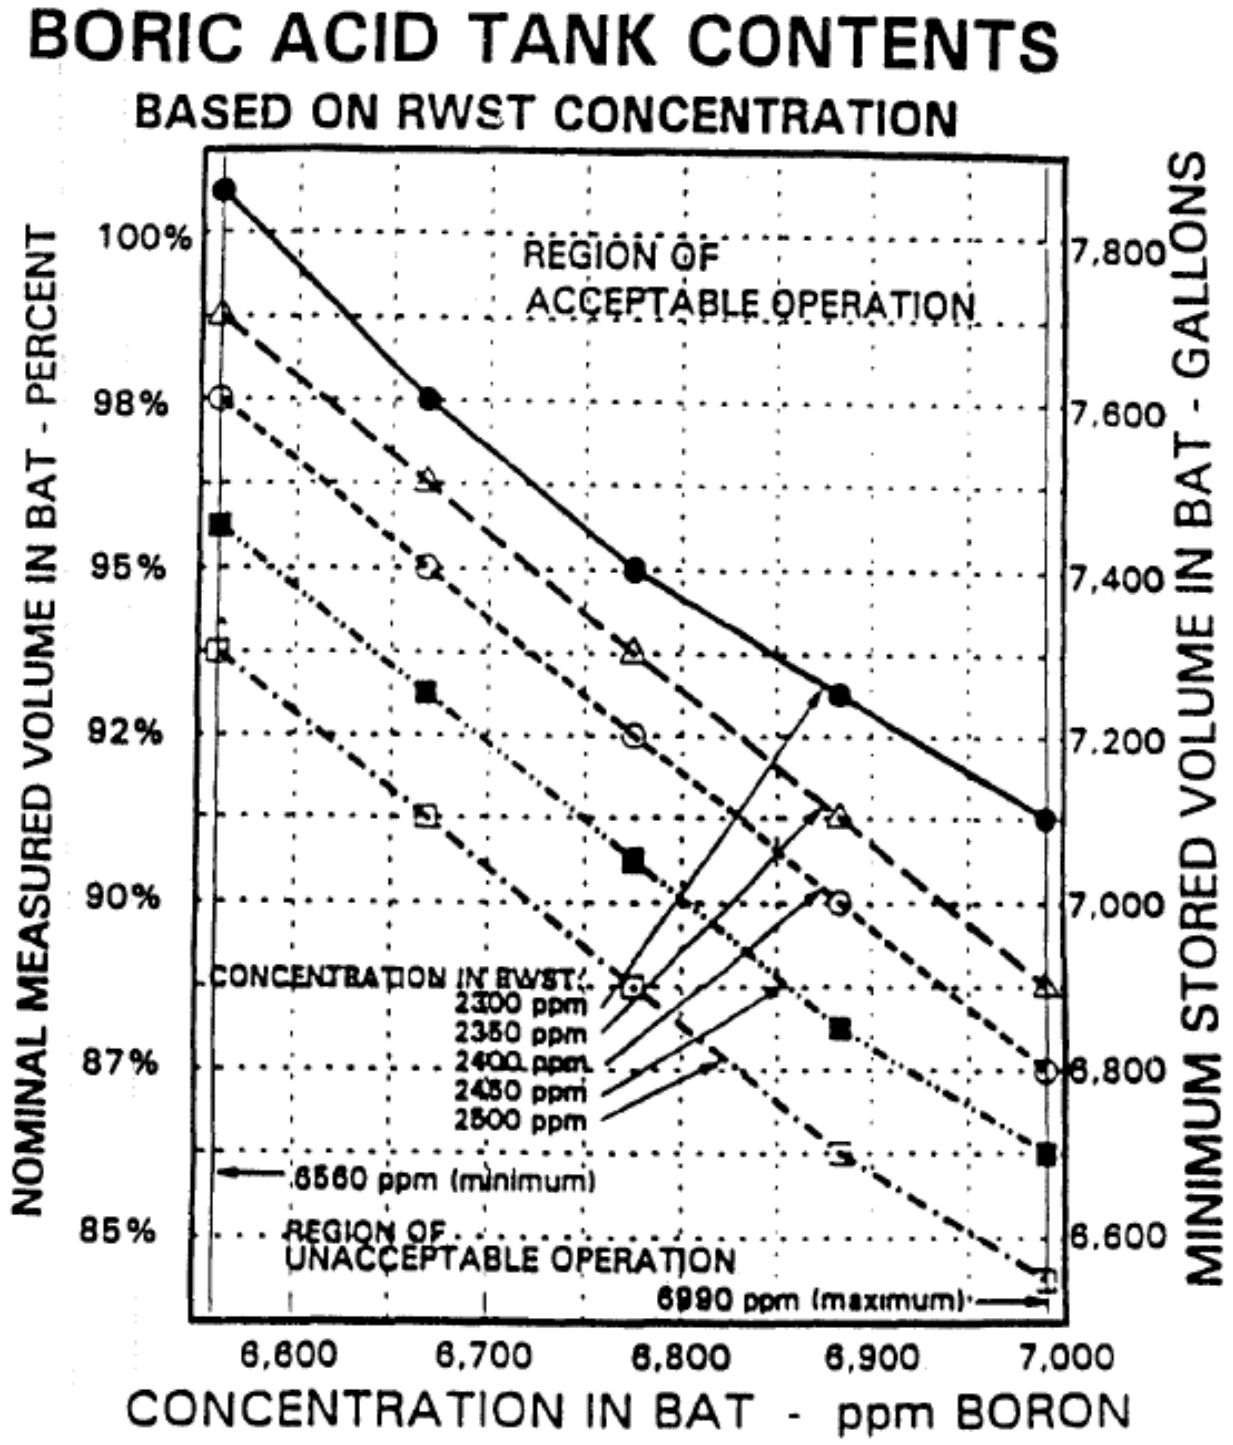

Figure 3.1-2
1. A contained volume of borated water in accordance with figure 3.1-2,
2. A Boron concentration in accordance with Figure 3.1-2, and
TS 3.1.2.6 Figure3.1-2